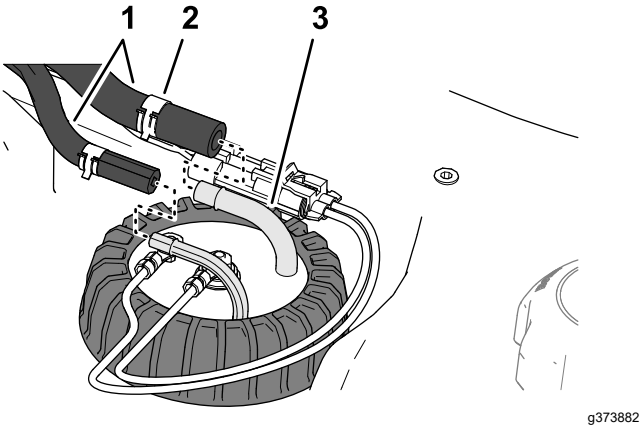

Figur 128
5. Montér slangen på brændstofsenderens fittings, og fastgør slangerne til fittingsene med klemmerne (Figur 128).